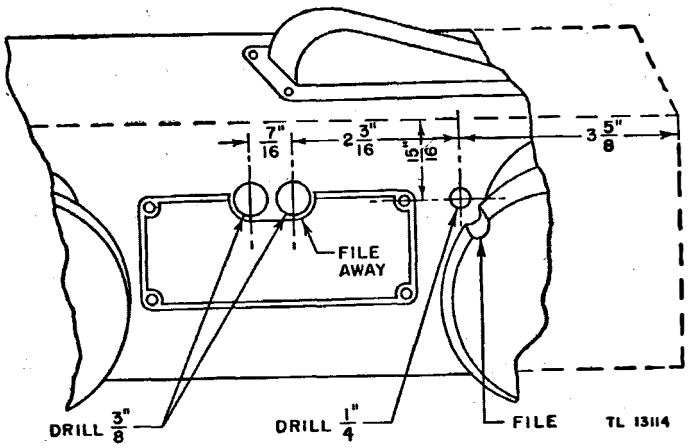

Figure 80. Location of holes for i-f adjustments.
h. Remove the microphone cover. Locate, center-punch, and drill a $\frac{1}{4}$-inch hole as shown in figures 80 and 81.
j. Remove the nameplate from the side of the housing. Locate, center-punch, and drill two holes as shown in figures 80 and 81, using a $\frac{3}{16}$-inch drill. Enlarge the two holes, using a $\frac{3}{8}$-inch drill.
k. Cut the nameplate to clear the two holes as shown in figures 80 and 81.